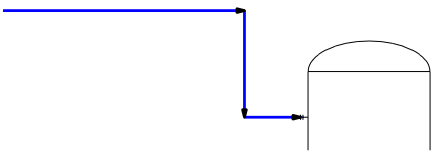

Figure 2-58 *Reflux line connected to the vessel*
4. Create another primary line by specifying the start point at 4,17. It should be similar to the line shown in Figure 2-58. Assign tag **4”-CS150-P-1000** to the line.